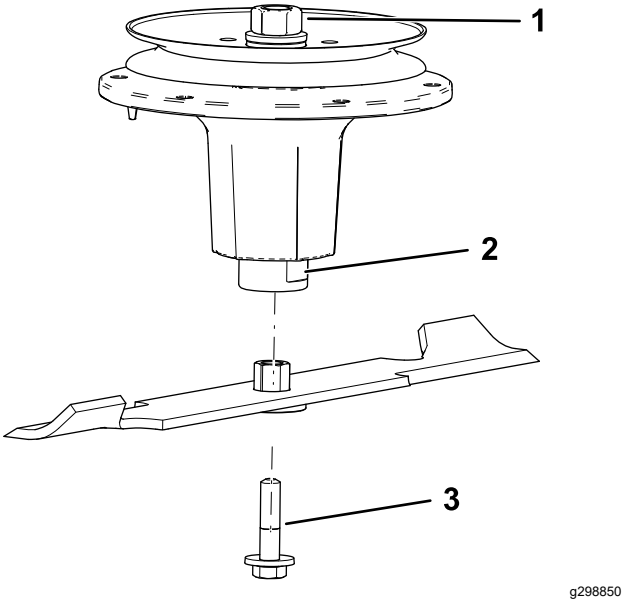

**Figur 111**
2. Monter bøsningen og skærekniven på spindelakslen (Figur 111).